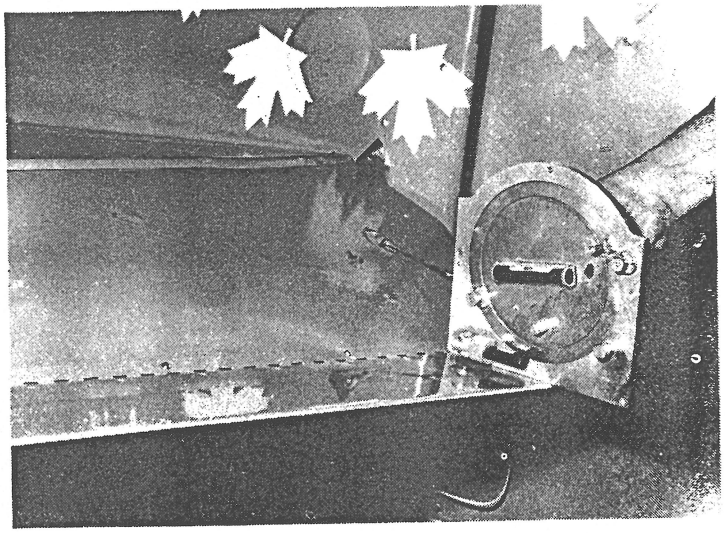

FIGURE 5-14.
d. Set trim tab handle full forward. Measure tab up travel (with respect to elevator surface). (See Table 5-1 and Figure 5-14) Adjust to correct value with turnbuckles.